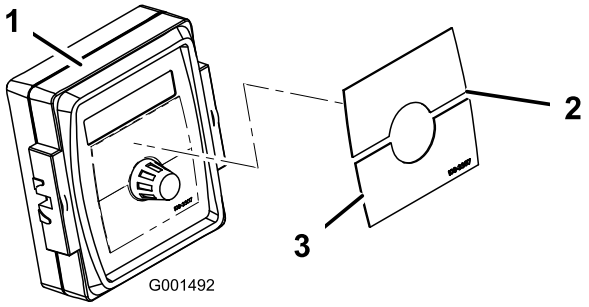

Figur 4
1. Monter Spray Pro-mærkatet på monitoren (Figur 4).